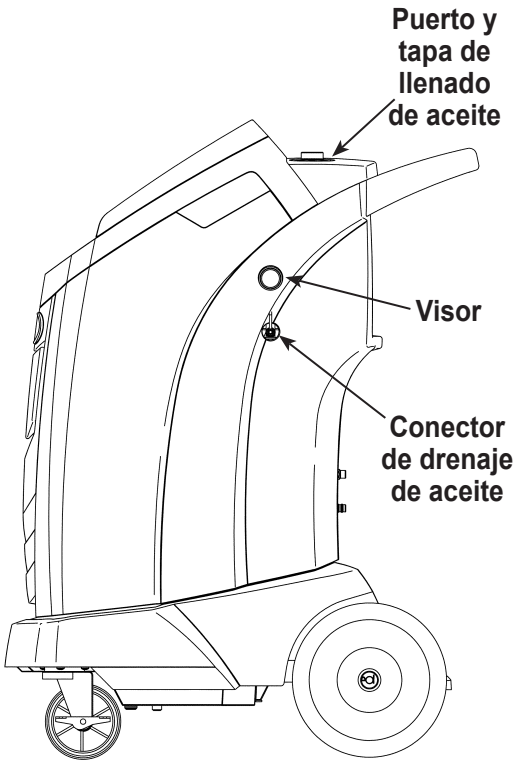

Figura 11
3. Abra lentamente la tapa de llenado de aceite para verificar que no haya presión en la máquina. Luego quite cuidadosamente la tapa. Consulte Figura 11.